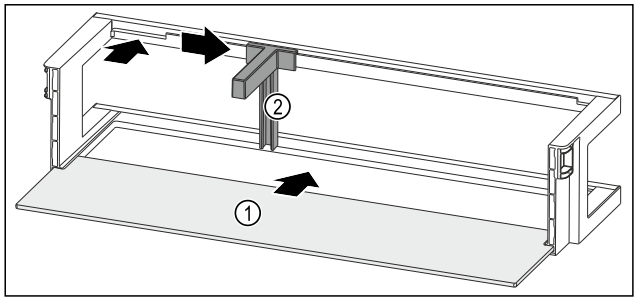

Fig. 259 Door rack with shelf
- ▶ Push the shelf *Fig. 259 (1)* into the side recesses.
- ▶ Insert the bottle holder *Fig. 259 (2)* in the recess.
- ▶ Push the bottle holder *Fig. 259 (2)* to the desired position to the side.